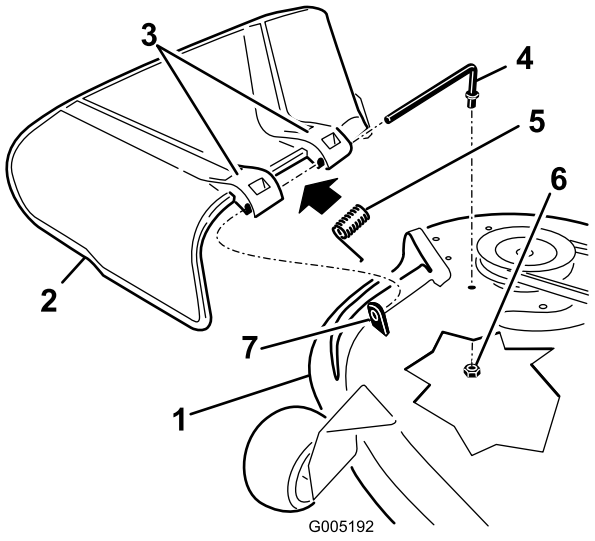

Figur 68
1. Fjern mutteren (3/8 tomme) fra stangen under klippeenheten (Figur 68).
2. Skyv stangen ut fra den korte utstikkeren, fjæren og gressavlederen (Figur 68).
4. Skifte gressavlederen (Figur 68).
7. Skyv stangen gjennom den andre gressavlederbraketten (Figur 68).
9. Fest den bakre enden av stangen til klippeenheten med en mutter (3/8 tomme) som vist i (Figur 68).